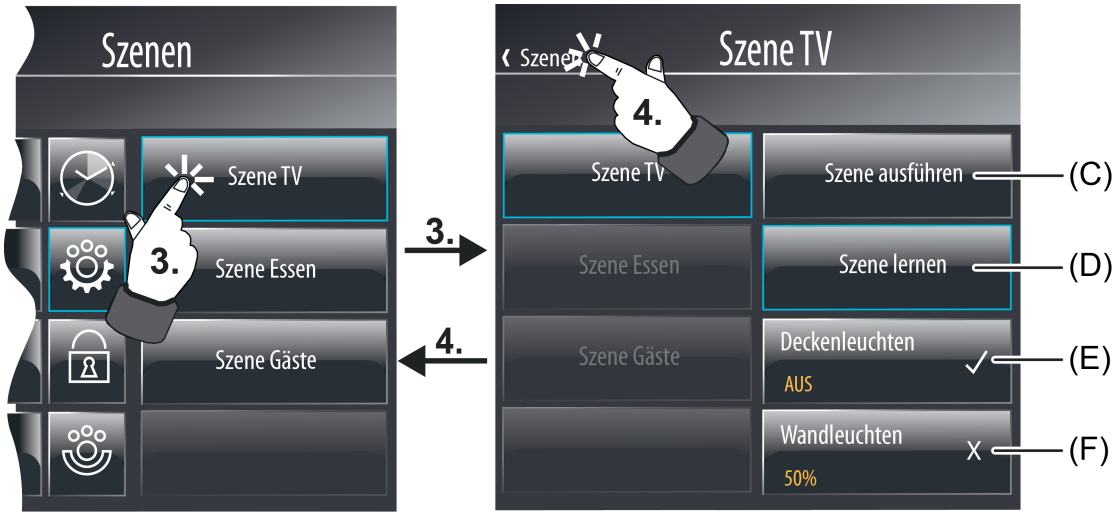

Bild 82: Beispiel einer Szene mit Szenenuntermenü (rechts)
Wird die Sensorfläche einer anpassbaren Szene mit dem Finger berührt (3.), verzweigt das Gerät in das Szenenuntermenü (Bild 82). Dort zeigt das Anzeigedisplay zwei Bedienflächen zum Abruf der Szene (C) und zur Ausführung der Speicherfunktion (D). Darüber hinaus werden alle der Szene zugeordneten Szenenfunktionen in Listenform angezeigt (E+F). Sind mehr als 2 Szenefunktionen zugeordnet, kann die Liste durch die Sensorflächen ⌄ / ⌃ weitergeschaltet werden. Aktive Szenenfunktionen werden durch das Symbol " ✓" gekennzeichnet (E). Inaktive Szenenfunktionen kennzeichnet das Symbol "**X**" (F).